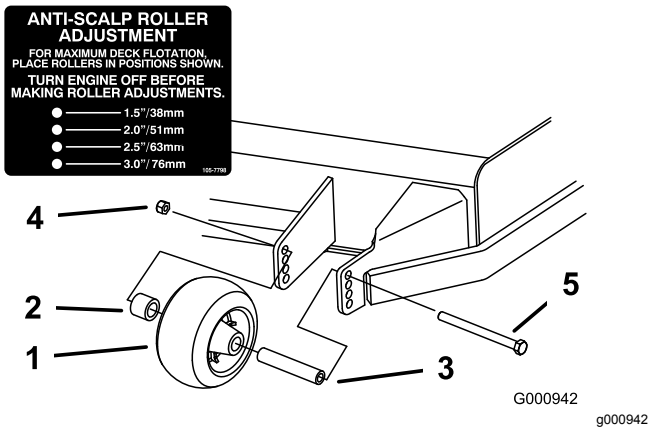
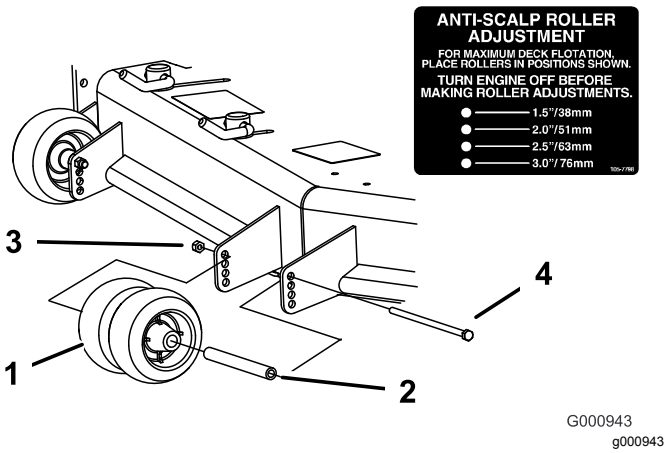
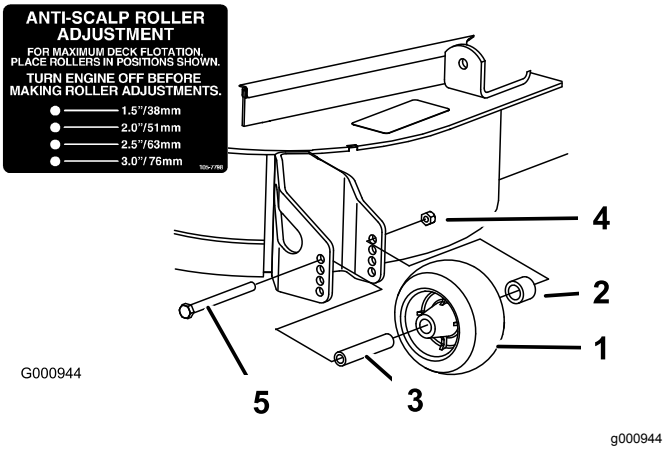

**Figuur 30**
**Figuur 31**
**Figuur 32**
3. Stel de antiscalpeerrollen af zoals wordt getoond in Figuur 30, Figuur 31 en Figuur 32.